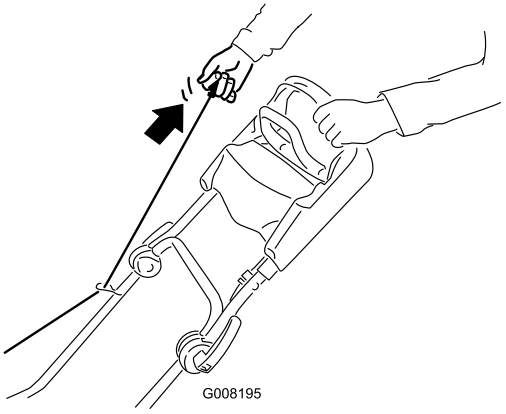
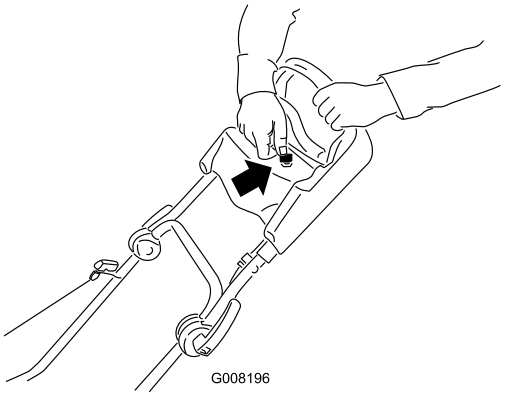

Bild 15
Bild 16
2. Ziehen Sie den Rücklaufstarter (Bild 15) oder drehen Sie den Zündschlüssel, siehe Bild 16 (nur Modell 21027).